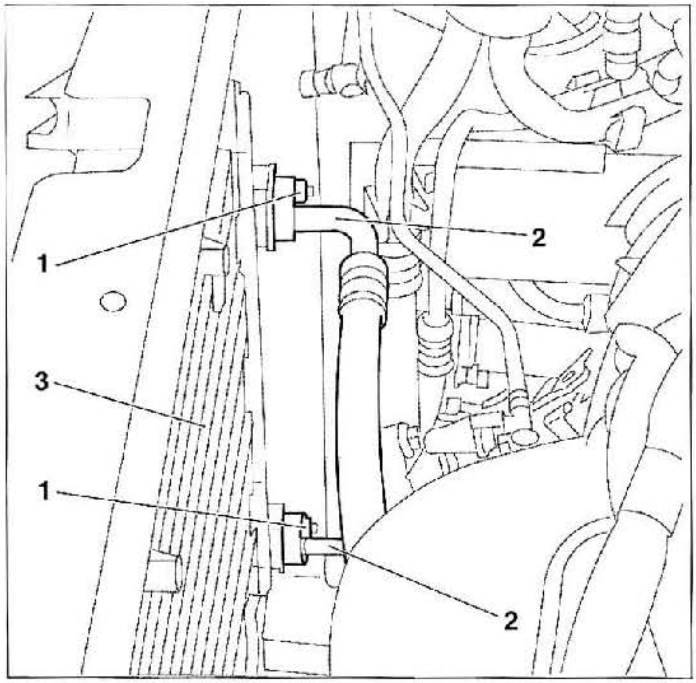

FIG. 26
- Desmontar las fijaciones (1) y separar las tuberías (2) en el condensador (3) **(fig. 26).**